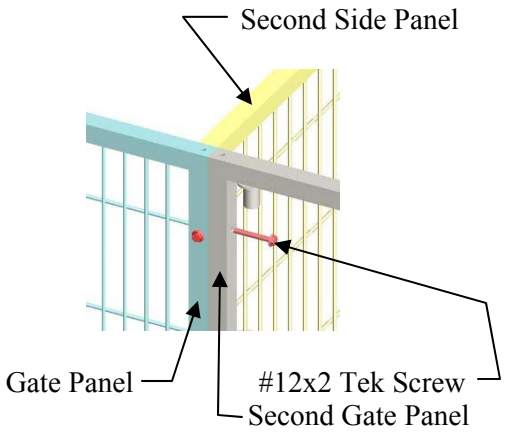

Figure 19
4. Locate the second Gate Panel and attach it to the first Gate Panel using 2" Self-Drilling Tek Screws through the pre-drilled holes as shown in **(Figure 19)**. Assemble the rest of the Gate and Side Panels, for the first section as shown in **(Figure 19A)**.